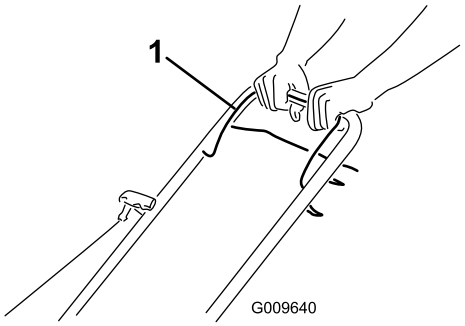

Figur 10
1. Hold knivkontrollkabelen (Figur 10) mot håndtaket.